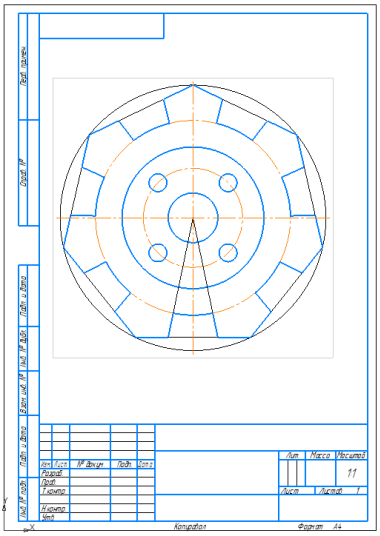

Рис. 5.28
11) Доведите линии между элементами командой ***Отрезок***, стиль линии – ***Тонкая*** (рис. 5.28).